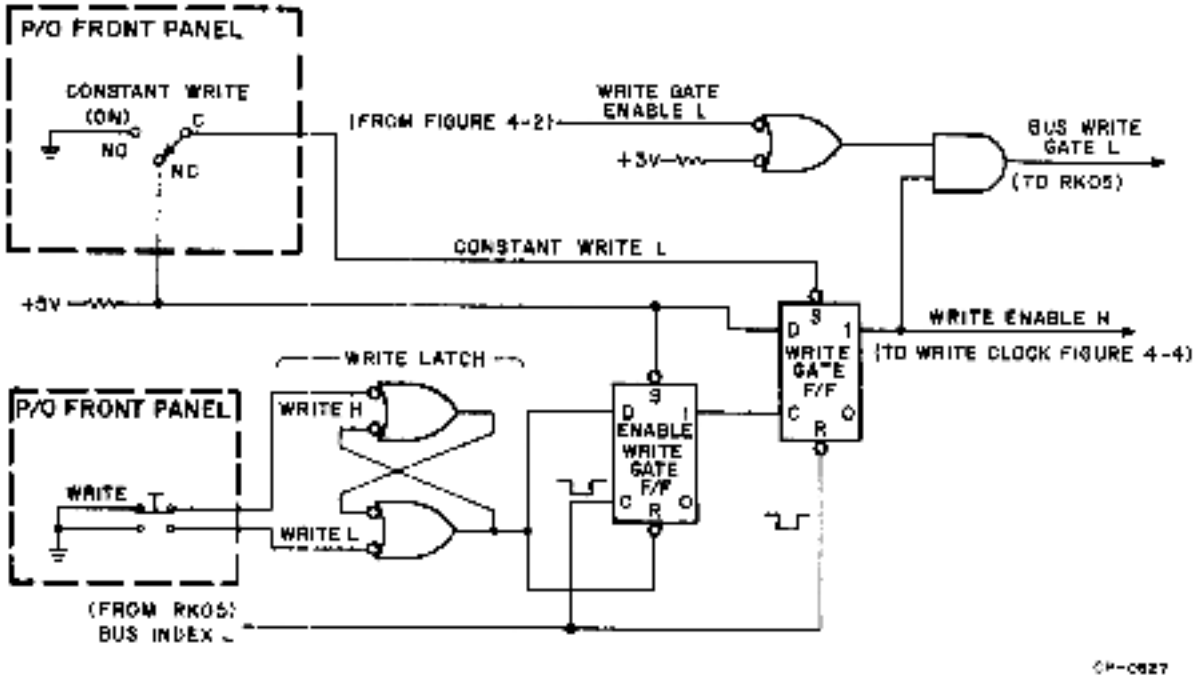

Figure 4-3 Write Control Logic
4.3.1.2 Write Control Logic – The write control logic (Figure 4-3) enables the disk drive to write the selected sector once or repeatedly. Setting the Constant Write switch to ON asserts CONSTANT WRITE L which sets the Write Gate flip-flop, thereby enabling the write clock and conditioning the bus write AND gate. Under these conditions, the write clock runs constantly and the BUS WRITE GATE L line asserts each time WRITE GATE ENABLE L asserts, i.e., each time the selected sector passes under the read/write heads. Setting the Constant Write switch to off (down) and depressing the WRITE pushbutton clears CONSTANT WRITE L and asserts WRITE L, which sets the Write Latch. When the bus index pulse occurs (the bus index pulse occurs once per disk revolution), the positive-going edge sets the Enable Write Gate flip-flop, which in turn sets the Write Gate flip-flop thus enabling the write clock and conditioning the bus write AND gate. BUS WRITE GATE L then asserts when the selected sector passes under the read/write heads and immediately thereafter the selected sector is written. The very next bus index pulse then resets the Write Gate flip-flop on its negative-going edge. Note that releasing the WRITE pushbutton clears the Write Latch and resets the Enable Write Gate flip-flop.